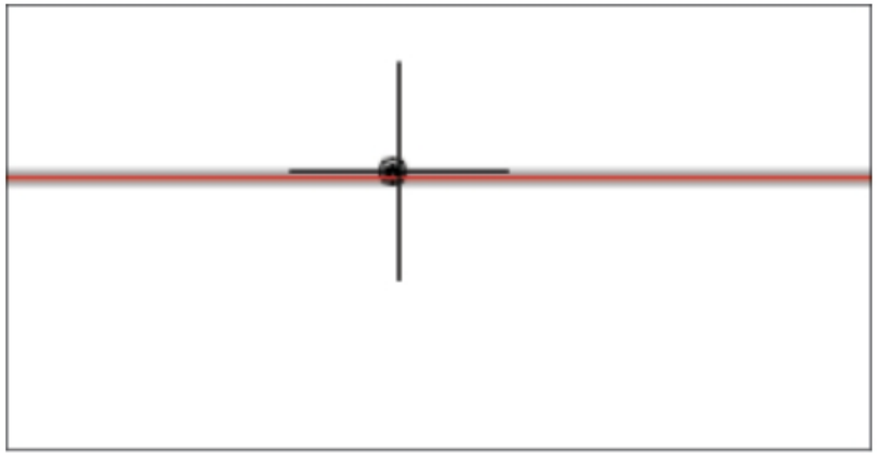

Figure-44. Dot tee mark
- Click on the wire at desired point. The dot tee mark will be created; refer to Figure-44.